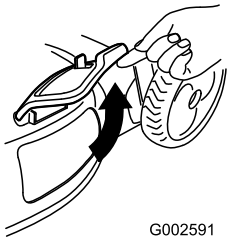

Figuur 31
2. Zet het deurtje van de zijafvoer open (Figuur 31).